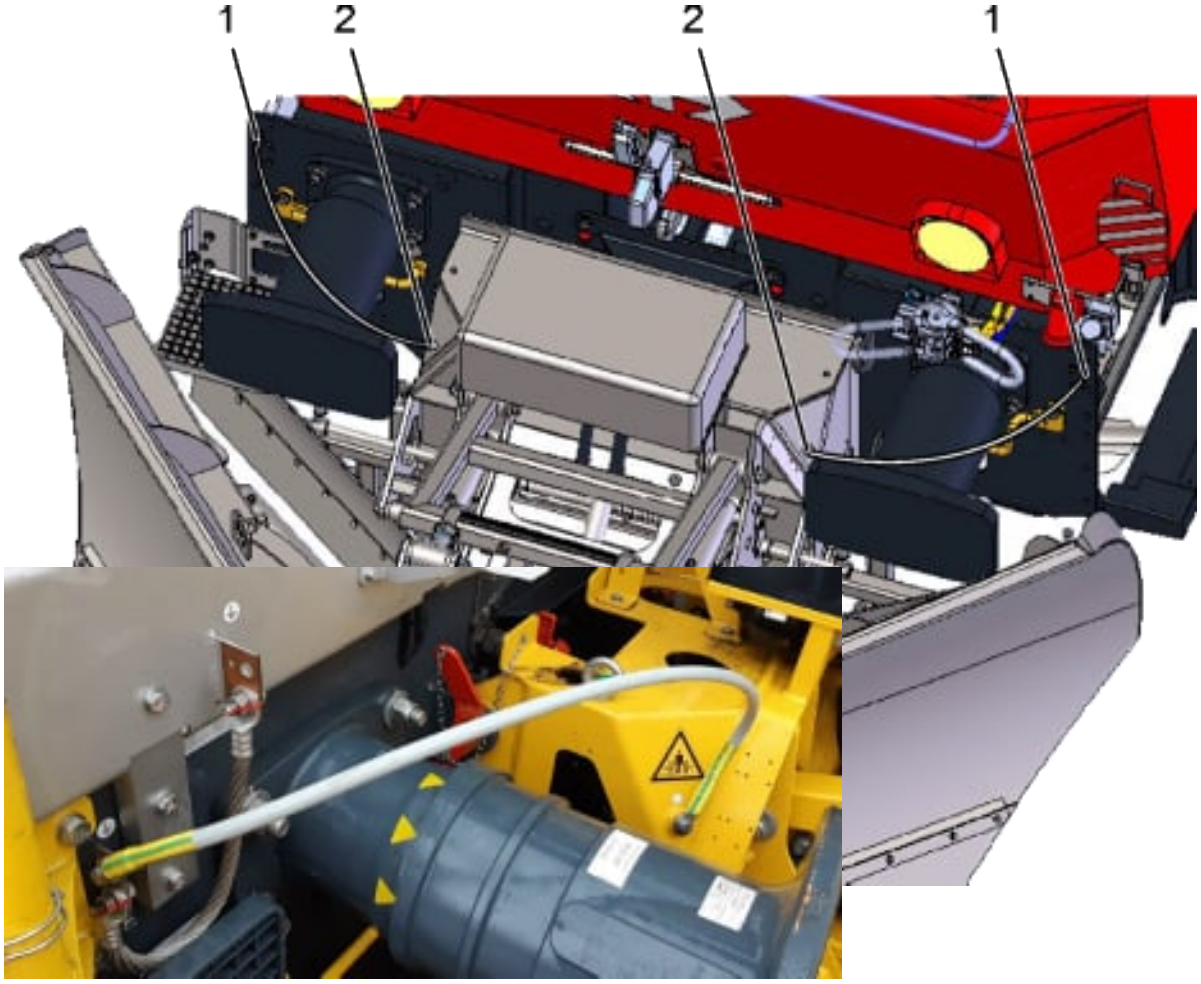

Fig. 11: Messa a terra della lama spazzaneve
2. Collegare l'attacco idraulico della lama spazzaneve al giunto idraulico multiplo (3) sul veicolo.
3. Collegare il connettore elettrico della lama spazzaneve alla presa di accoppiamento (5) sul veicolo.
4. Collegare il punto di messa a terra della lama spazzaneve al punto di messa a terra del veicolo, cfr. Fig. 11.
6. Controlla la regolazione dell'altezza dell'aratro anteriore, completamente abbassato a circa 25-35 mm dal fungo della rotaia , l'aratro anteriore deve essere regolato, vedi la Fig. 11.